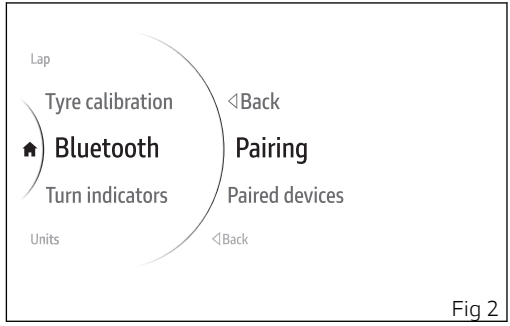

Fig 2
- Select the “Bluetooth” item and press ENTER (3).
- Select the “Pairing” item and press ENTER (3) (Fig 2).